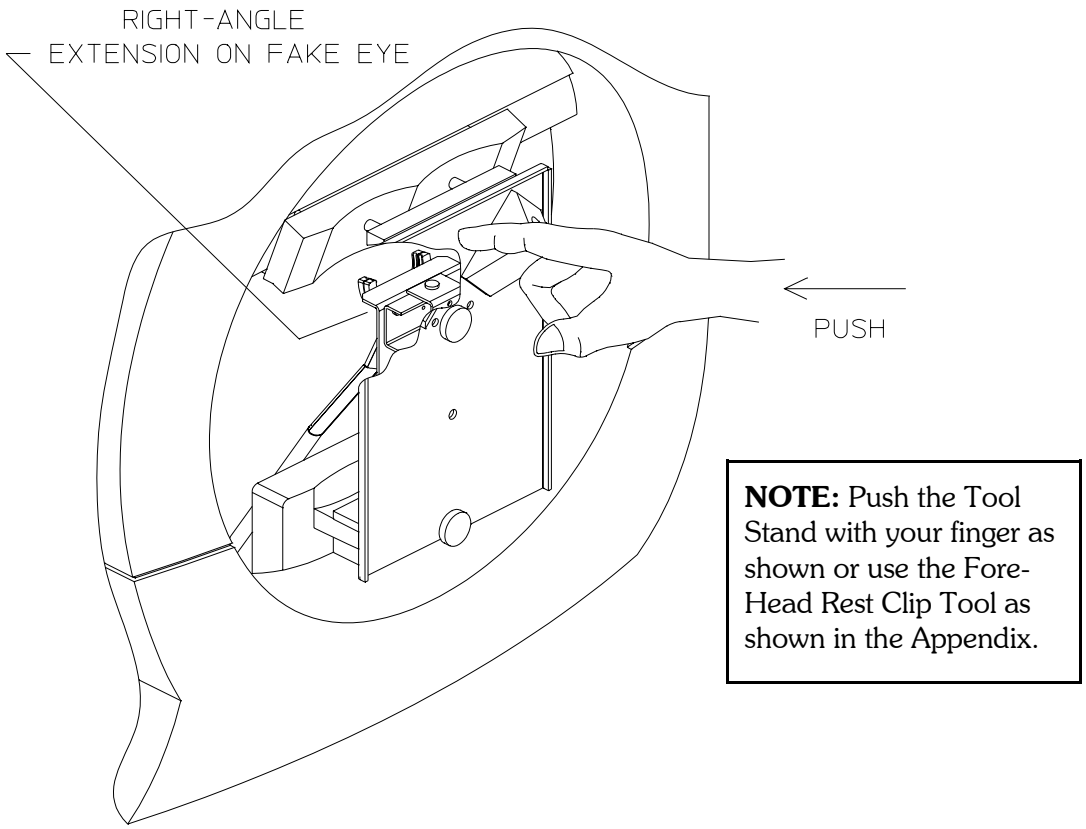

FIGURE 4-11. Trial Lens Holder Position
2) The right-angle extension on the fake eye assembly will press against the trial lens holder and position it correctly (Figure 4-11). (Set the chinrest height so that the right-angle extension touches the trial lens holder at about the 0 - 0 level on the trial lens holder scale.)
4) Raise and position the trial lens holder against the right angle bracket of the fake eye. The right-angle extension on the fake eye assembly will press against the trial lens holder and position it correctly (Figure 4-11). (Set the chinrest height so that the right-angle extension touches the trial lens holder at about the 0 - 0 level on the trial lens holder scale.) Verify that there is a central reflex indicating that the reflex LED in on.